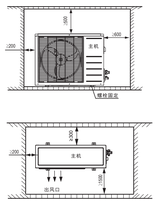
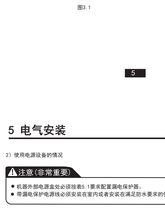

图3.1
图3.2
主机和水箱的安装维护所需空间示意图，见图3-1，图3-2。（单位：mm）
- 请确保水箱底直放置，切勿歪斜安装不能并保证水箱的安装稳定问，所需空间示意图。可查阅图3.1，图3.2。